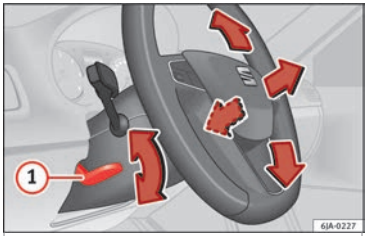

Fig. 14 Lever in the lower left side of the steering column.
Adjusting the position of the steering wheel: Pull the ›› **Fig. 14** (1) lever down, move the steering wheel to the desired position and lift the lever back up until it locks.